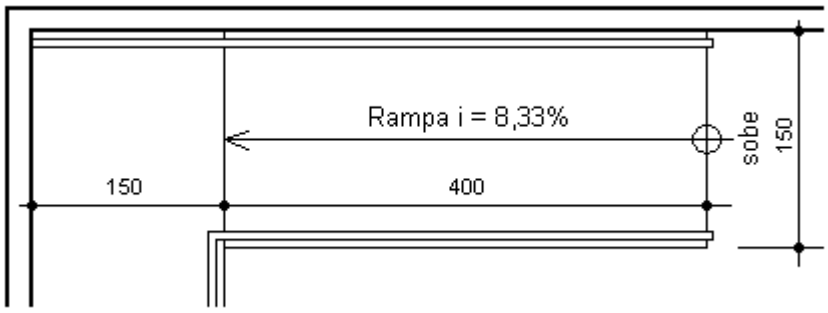

FIGURA 12
- Indicação do percurso da rampa com uma seta ou com uma linha fina contínua, tendo um círculo na origem e uma seta no final, acompanhada da palavra “sobe” ou “desce” (FIGURA 12);